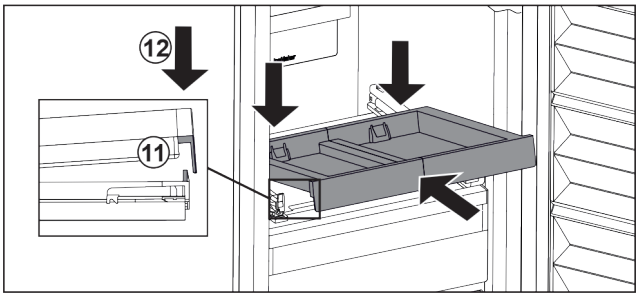

*Fig. 122*
▶ Šikmo zasuňte. Dbejte, aby byl na obou stranách doraz za západkou. *Fig. 122 (11)*
▶ Usaďte vpředu vysouvací přihrádku. *Fig. 122 (12)*